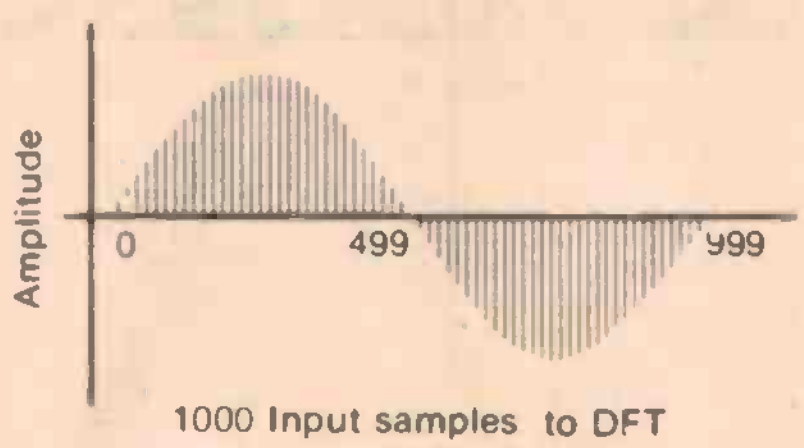

Fig. 7b. Transformation of 1Hz sine wave.
Suppose now the output of an analog-to-digital converter is being sampled at 1000 samples/sec, also suppose a sine wave of 1Hz is applied to the input of the converter. One thousand numerical samples or one second's worth of data is collected. If these 1000 numbers are used as the input of a Fourier Transform, then of the 500 numbers output, the first will have zero value (DC) but the second, reserved for frequency of 1Hz, will have maximum value (Fig 7b). All others will have zero value also.